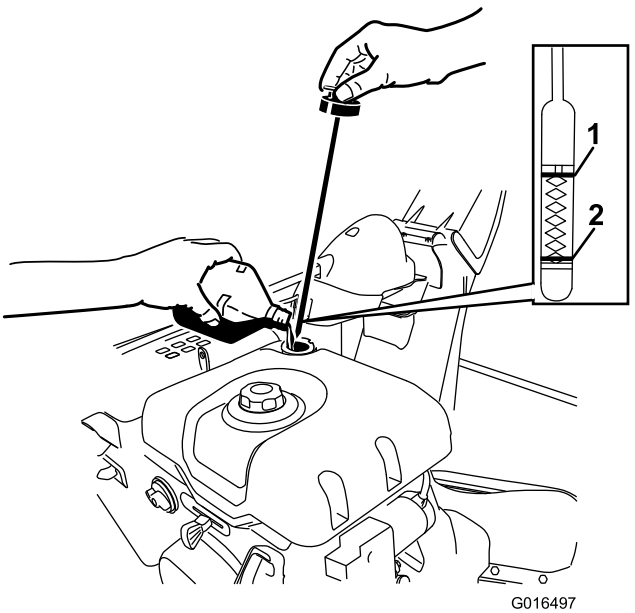

Figur 42
2. Ta ut peilestaven, og kontroller oljenivået (Figur 42). Hvis oljenivået er under Add-merket på peilestaven må du fylle på mer olje. Se Fylling av olje i motoren.